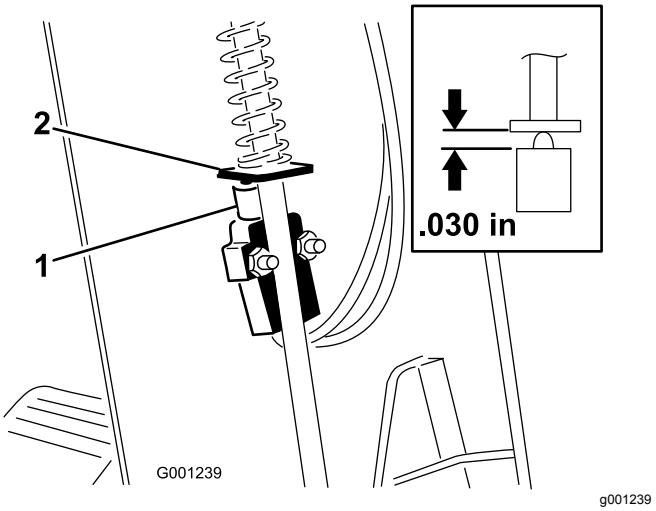

Figur 74
3. Skub kappen op ad ratakslen for at blotlægge kontakten til parkeringsbremsen (Figur 74).
5. Tilret pladen til parkeringsbremsestangen med kontaktstemplet (Figur 74)
6. Tryk parkeringsbremsestangen ned, og tryk op på kontakten, indtil den komprimerede længde af kontaktstemplet er 0,7 mm. Se Figur 74.